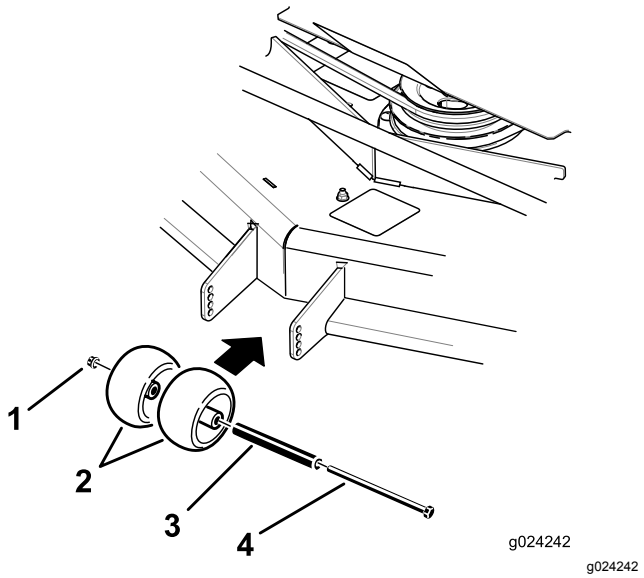
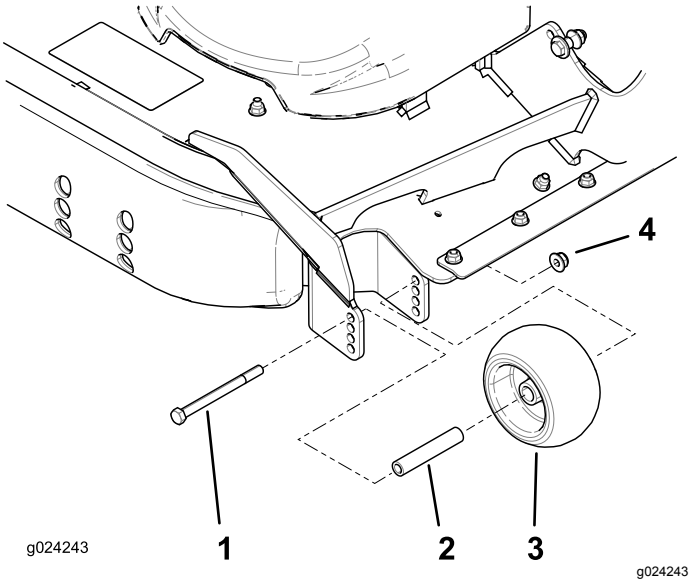

Figur 27
Figur 28
3. Juster antiskalperingsrullerne som vist i Figur 27 og Figur 28 for at matche den tætteste klippehøjdeposition.